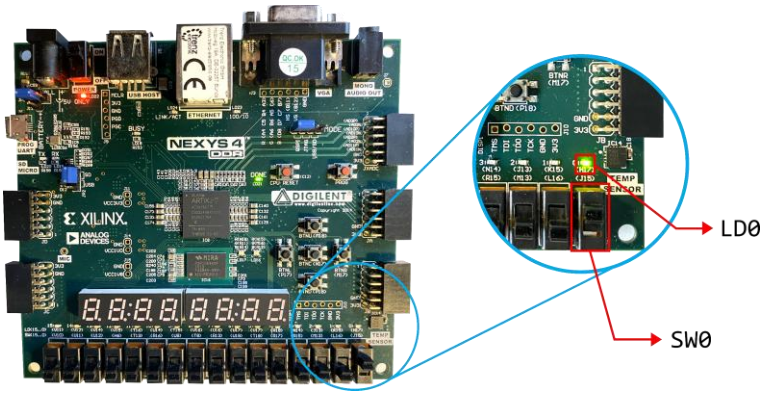

Fig.25. Ilustración de la placa Nexys4 DDR, al cargar el *bitstream*, si se pulsa activa `SW0`, `LD0` comenzará a parpadear.
29. Si todo ha ido bien, al activar el *switch* número cero de la placa (`SW0`), el primer LED (`LD0`) debería parpadear (Fig.25.).